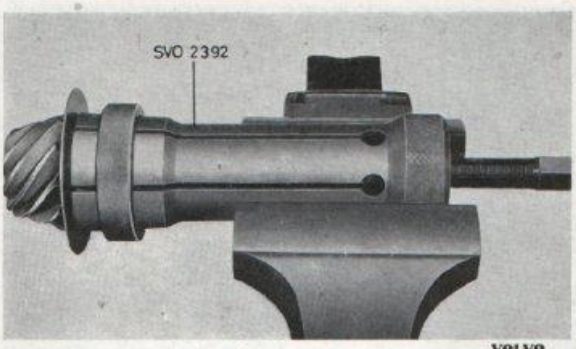

Bild 5-13. Demont. av bakre pinjonglager
11. Drag vid behov av bakre lagret (29) från pinjongen (28) med avdragare SVO 2392, se bild 5-13. Avdragaren anbringas på följande sätt: Skjut avdragaren ner över rullarna och tryck ner låsringen. Drag därefter upp avdragaren med skruven tills rullarna ligger mot såväl kanten på innerbanan som kanten på avdragaren. Knacka åt låsringen med en hammare.